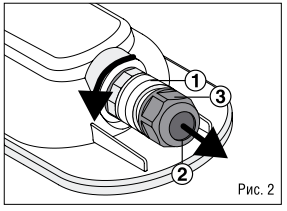
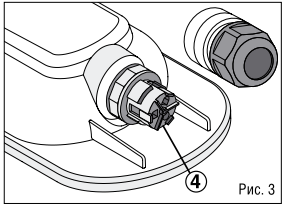

Рис. 2
Рис. 3
- Для подключения светильника к сети необходимо открутить колпачок коннектора ① (Рис. 2), ввести сетевые провода в уплотняемое отверстие ② в гайке ③ и подключить к клеммной колодке ④ в коннекторе в соответствии с указанной маркировкой: 1 – клемма L1, 2 – клемма N, 3 – клемма L2 (Рис. 3). Клемма L2 предназначена для реализации вкл/выкл внешнего выключателя светильника.